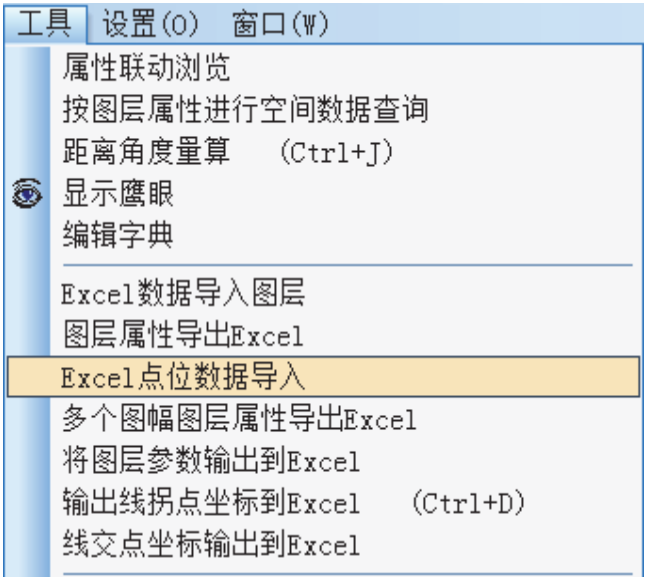

图 4-13
2. 选择菜单“工具”→“Excel 点位数据导入”（见图 4-13）；